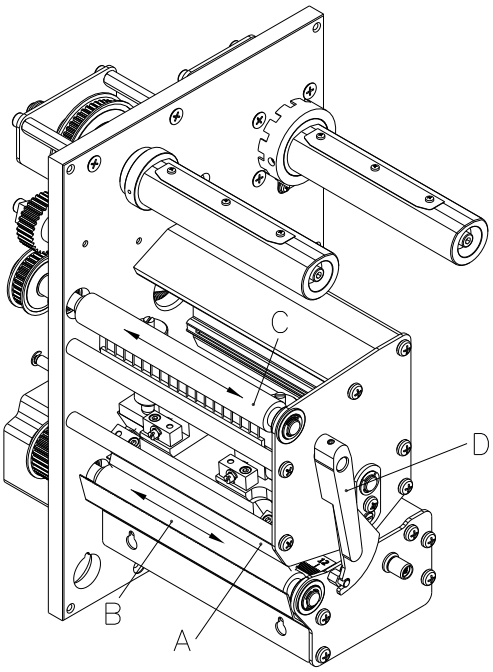

Abbildung 11
2. Roten Andruckhebel (B, in Abbildung 11) gegen den Uhrzeigersinn drehen, um den Druckkopf zu entriegeln.